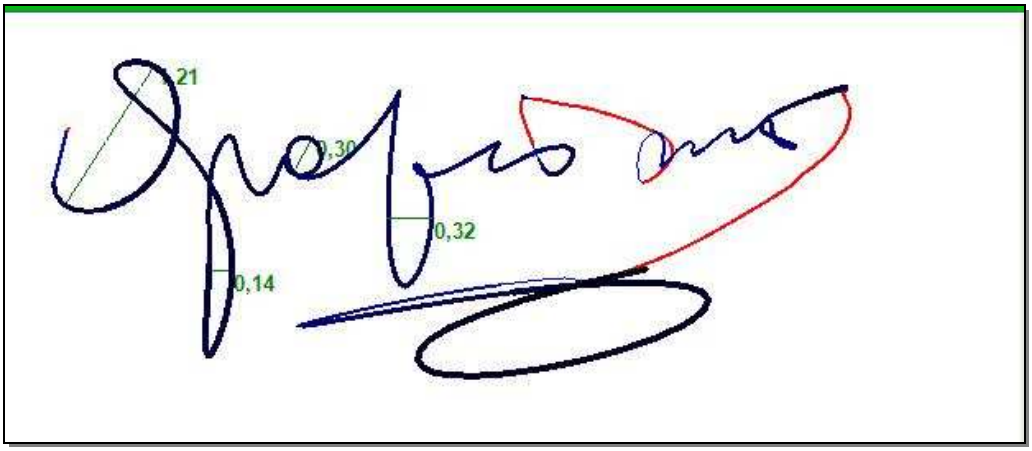

Figura 15: Detalle del grafismo en la solapa ANÁLISIS donde se muestran ejemplos de medición.
b. Regla (ícono regla): se debe cliquear sobre un punto cualquiera y sin levantar el dedo del mouse, se mueve hacia el punto hasta donde se desea medir. Allí se suelta el botón del mouse, con lo que aparecerá en pantalla el cálculo de la medición en centímetros, con dos decimales (Figura 15).